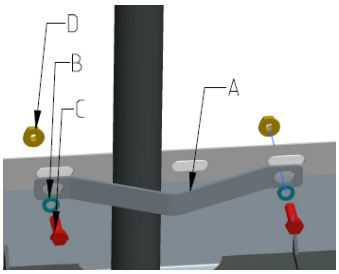

Figure 4.7.5
- Monter l'attache de câbles (Figure 4.7.5 A) sur le support et fixer à l'aide des boulons à six pans (Figure 4.7.5 B), des rondelles à ressort (Figure 4.7.5 C) et des écrous (Figure 4.7.5 D).